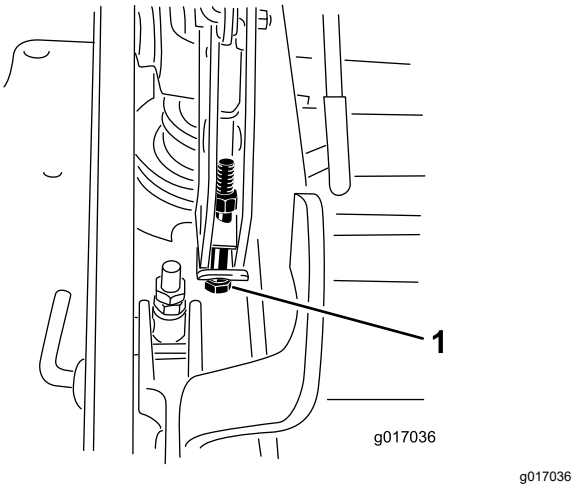

Figur 117
12. Om däcket är för lågt drar du åt enkelpunktjusteringsskruven genom att vrida den medurs. Om däcket är för högt lossar du på enkelpunktjusteringsskruven genom att vrida den moturs (Figur 117).